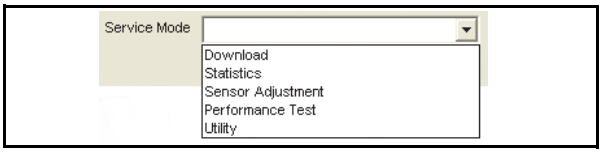

Figure 6-14 Test Mode Selection
"**Test Mode**" is a mode designed to perform iVIZION® Calibration and Performance Testing. The "**Service Mode**" contains five (5) available choices in its Pull-down Menu shown Figure 6-14 as follows: